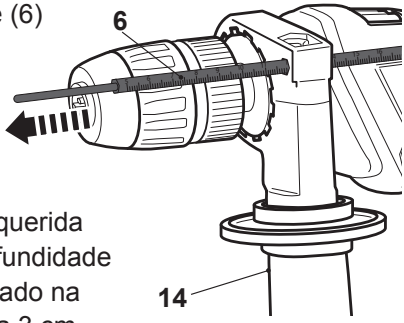

Fig. 4
> Coloque o limitador de profundidade (6) no orifício tal como se mostra (Fig. 4). Certifique-se de que a parte ondulada fica virada para baixo.